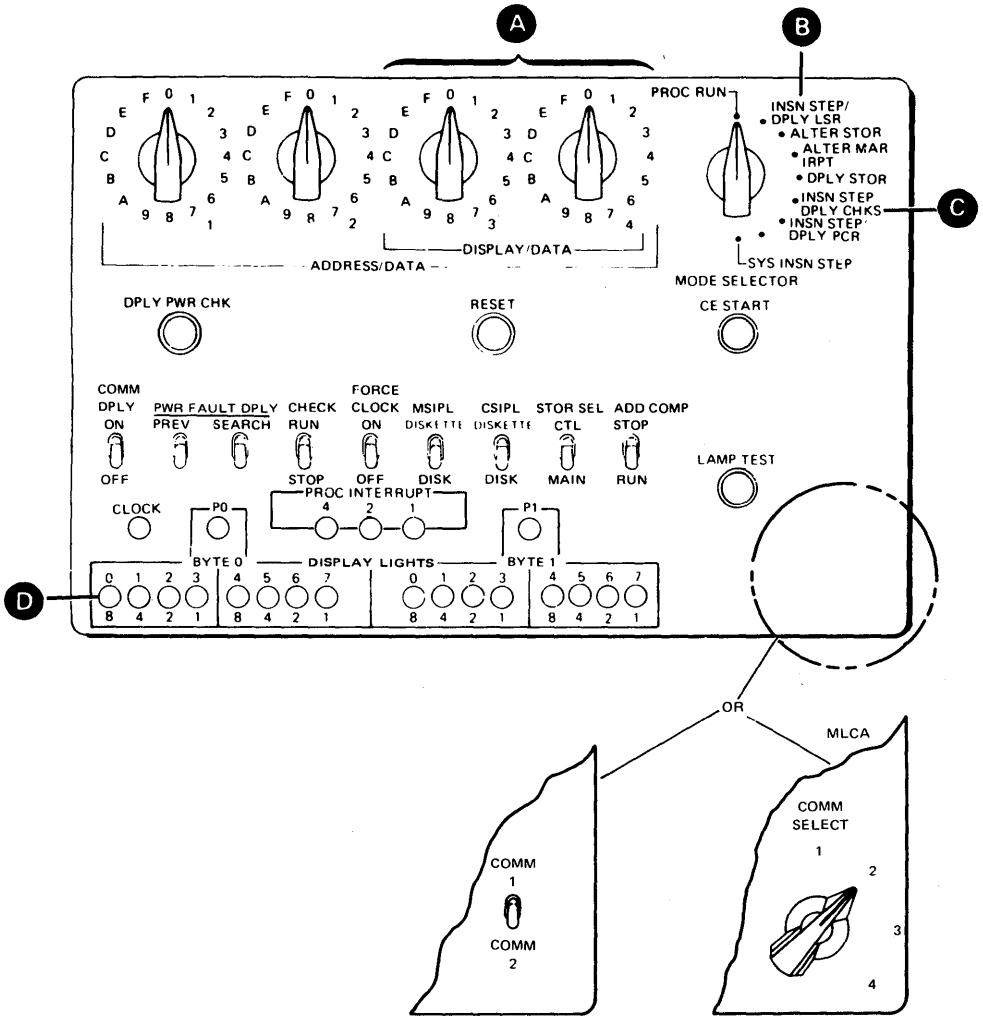

Figure 16-1. CE Panel
The processor has detected an error. Set the Mode Selector switch on the CE panel to the Insn Step/Dply Chks position (C in Figure 16-1). Check the display lights (D in Figure 16-1).
1. Set the Mode Selector switch on the CE panel to the Insn Step/Dply LSR position (B in Figure 16-1).
2. Set the Display/Data switches (A in Figure 16-1) to the first MAR value shown in the table below.
3. Check the display lights on the bottom of the CE panel (D in Figure 16-1).
5. When the display lights on your CE panel look like the display lights shown in the diagram in step 4, set the Display/Data switches (A in Figure 16-1) to the Error LSR number that corresponds to the MAR value on your Display/Data switches.
1. Set Display/Data switches 3 and 4 (Ⓐ in Figure 16-1) on the CE panel to CE. If a protected dump exists, set Address/Data switches 1 and 2 to DD to override the protected dump. Press the Stop key. A dump will be taken and a message sent to the system console informing the operator of the dump. This dump does not require an IPL and gives the programmer the opportunity to investigate the problem further. The programmer could cancel the program by inquiring and selecting option 2 or 3.